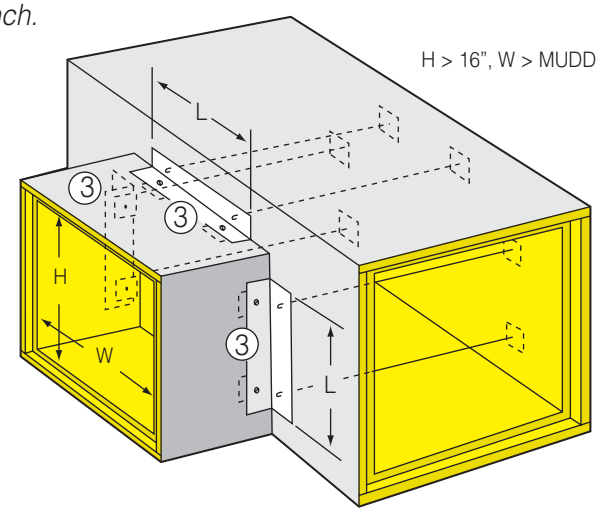

Fig. 5-16C. Sheet metal angle reinforcement, top and sides of branch.
If H is greater than 16" (406mm) and W is greater than the maximum unreinforced duct dimension (MUDD), reinforce per ③, Fig. 5-16C, Detail Ⓑ, page 5-15, and Table 5-1. For angle length L, see table below.